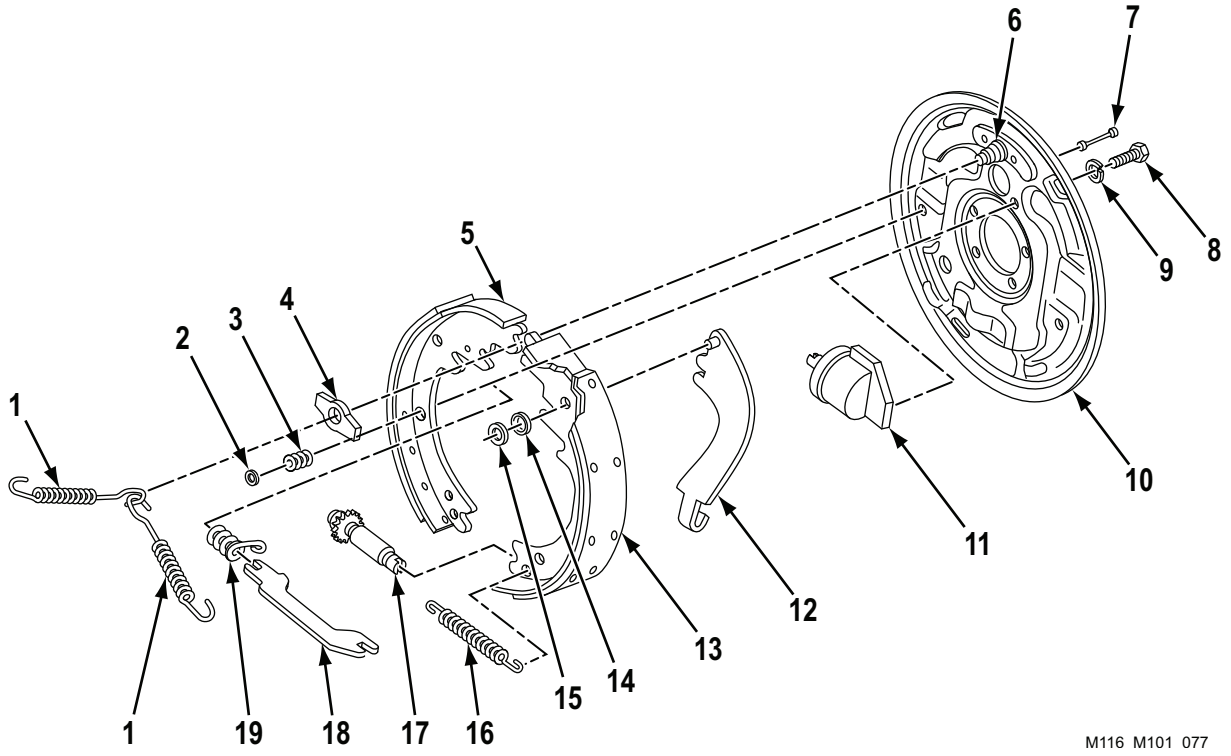

Figure 3. Service Brake Disassembly.
1. Remove two springs (Figure 3, Item 1) from two brake shoes (Figure 3, Items 5 and 13) and anchor pin (Figure 3, Item 6). Remove plate (Figure 3, Item 4) from anchor pin (Figure 3, Item 6).
2. Remove spring (Figure 3, Item 16) and adjusting screw (Figure 3, Item 17) from two brake shoes (Figure 3, Items 5 and 13).
3. Remove two retainers (Figure 3, Item 2), springs (Figure 3, Item 3), and pins (Figure 3, Item 7) from two brake shoes (Figure 3, Items 5 and 13) and backing plate (Figure 3, Item 10).
4. Remove two brake shoes (Figure 3, Items 5 and 13), strut (Figure 3, Item 18), and spring (Figure 3, Item 19) from backing plate (Figure 3, Item 10).
5. Remove clamp (Figure 3, Items 15), spring tension washer (Figure 3, Item 14), and lever (Figure 3, Item 12) from brake shoe (Figure 3, Item 13). Discard clamp (Figure 3, Item 15).
6. Remove bolt (Figure 3, Item 8), lockwasher (Figure 3, Item 9), and wheel cylinder (Figure 3, Item 11) from backing plate (Figure 3, Item 10). Discard lockwasher (Figure 3, Item 9).